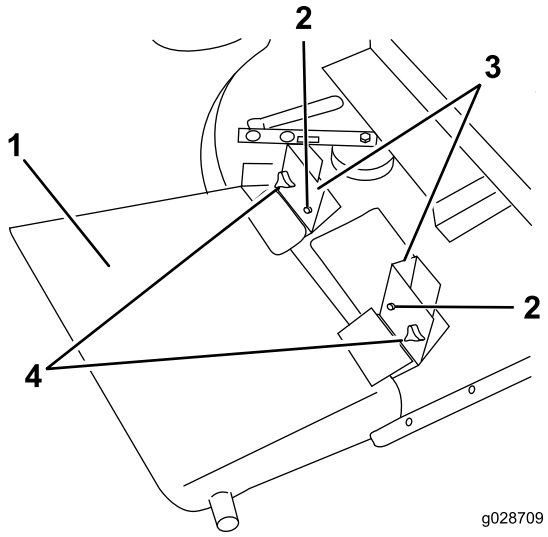

Figura 20
2. Deslize o defletor da relva e os apoios de articulação para os parafusos de alinhamento e fixe os suportes de montagem com botões e anilhas (Figura 20).